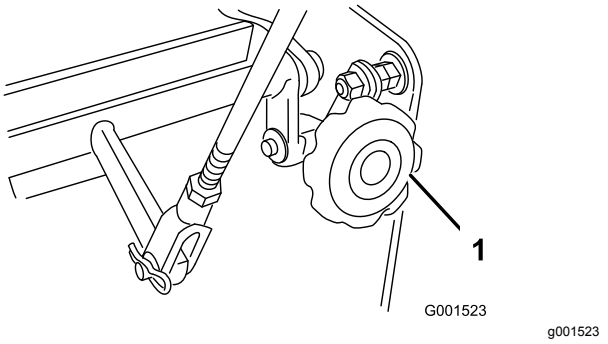

Figuur 41
4. Als de machine naar één kant trekt, draai dan aan de snelspoorknop. Draai de knop naar rechts om naar rechts bij te stellen en naar links om naar links bij te stellen (Figuur 41).